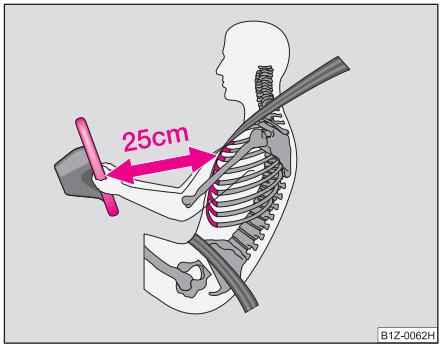

Fig. 89 Distanța sigură față de volan
- **Între conducător şi volan trebuie să existe o distanță de cel puțin 25 cm ⇒ fig. 89. Dacă nu se respectă această distanță, sistemul airbag nu îşi poate exercita eficiența maximă – Pericol!**